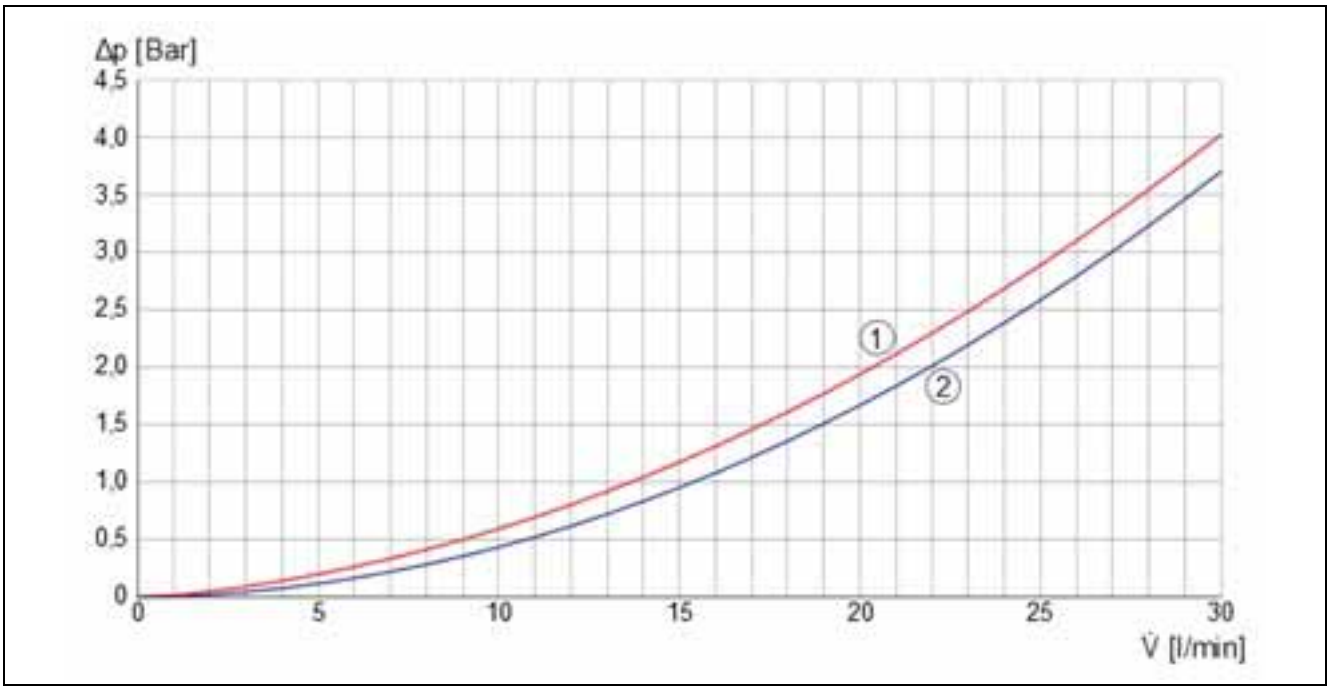

Fig. 11 Curva caratterista degli scalda acqua
- La pompa deve rispettare la curva caratteristica dello scalda acqua (fig. 11);
Se il ricircolo è collegato direttamente all'apparecchio ricordarsi di considerare le perdite di carico dell'apparecchio (vedi Fig. 11)